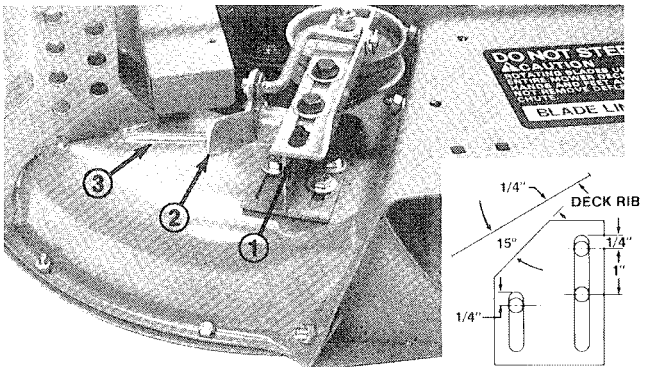

Figure 12
1. Position idler assembly on deck; see Fig. 12.
2. Using dimensions shown in Fig. 12, Inset, locate, mark and drill (3) 3/8" dia. holes in deck.
3. Engage idler lever (toward belt) and slide idler pulley firmly into blower belt. To provide for future adjustment, there should be at least 1/4" clearance between front of idler mounting bracket and raised rib in deck (Fig. 12, inset.) Mounting bracket should be positioned on flat part of deck. Make sure idler pulley clears spindle pulley and blower and idler lever clears carrier frame when in the engaged position. Mounting bracket should be at approximately 15å to deck rib (Fig. 12, inset).